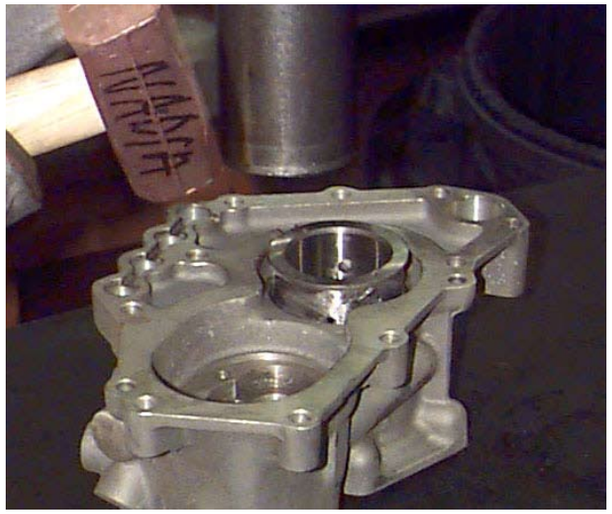

Fig.3
- If the bushing has been removed, hot-install a new bushing to the pump cover by means of a suitable pad (**Fig.3**).